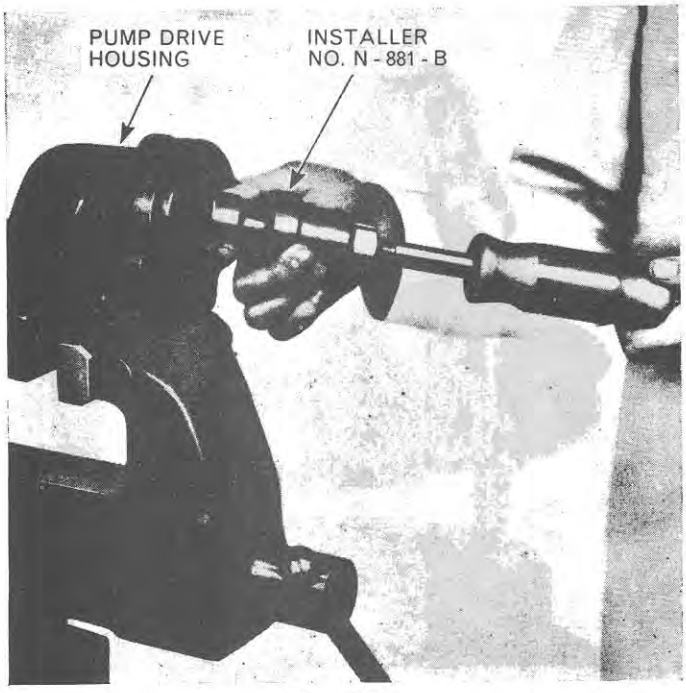

Figure 89
d. Tap the new bearing, coated with a suitable grease, into the housing using a soft headed hammer, a suitable drift and Adaptor No. 630-3. Alternatively use Installer No. N-881-B together with Slide Hammer No. 943-S, Figure 89.